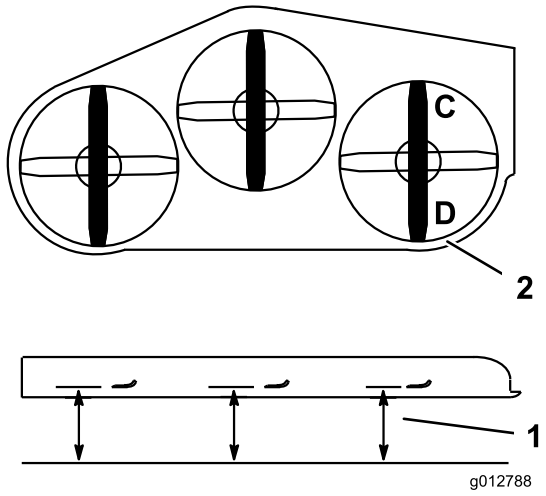

Figura 87
1. Coloque la cuchilla derecha en posición longitudinal (Figura 87).
2. Mida la cuchilla izquierda en la posición **C** desde una superficie nivelada hasta el filo de corte de la punta de la cuchilla, y anote esta medida (Figura 87).
3. Mida la cuchilla izquierda en la posición **D** desde una superficie nivelada hasta el filo de corte de la punta de la cuchilla, y anote esta medida (Figura 87).
4. La cuchilla del cortacésped debe estar entre 6 a 10 mm más baja en la posición **C** que en la posición **D** (Figura 87). Si no es correcta la distancia, continúe con los pasos siguientes.